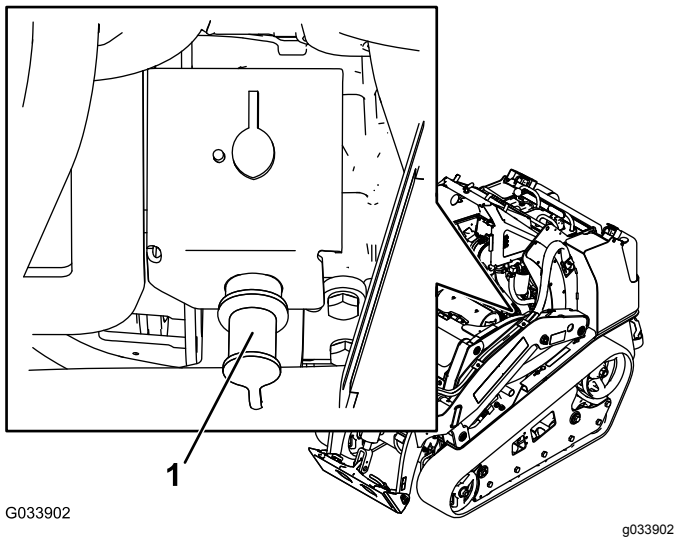

Rysunek 52
2. Zdjąć osłonę z bieguna rozruchowego (Rysunek 52).
3. Podłącz jeden koniec dodatniego (+) przewodu rozruchowego do bieguna rozruchowego (Rysunek 52).